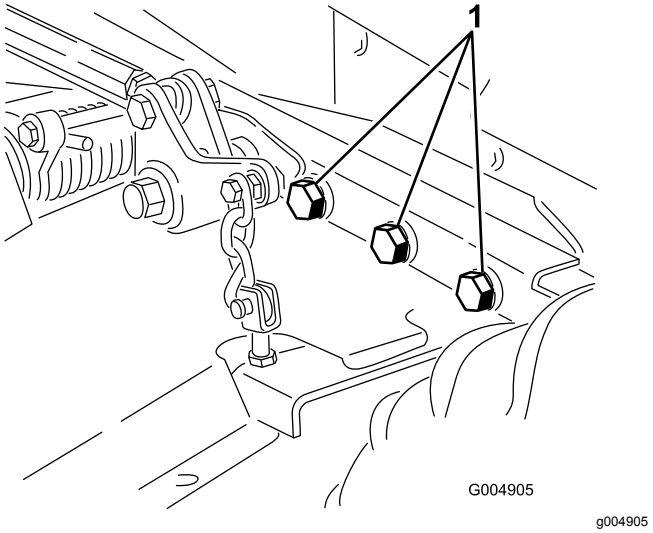

Bild 59
5. Prüfen Sie auf lockere Befestigungsteile und ziehen diese bei Bedarf fest. Ziehen Sie die sechs Schrauben, mit denen der Mähwerkrahmen an der Zugmaschine befestigt ist, bis auf 395 N·m an (Bild 59).